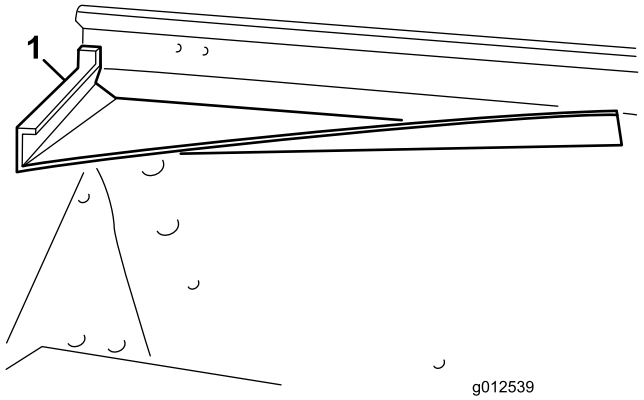
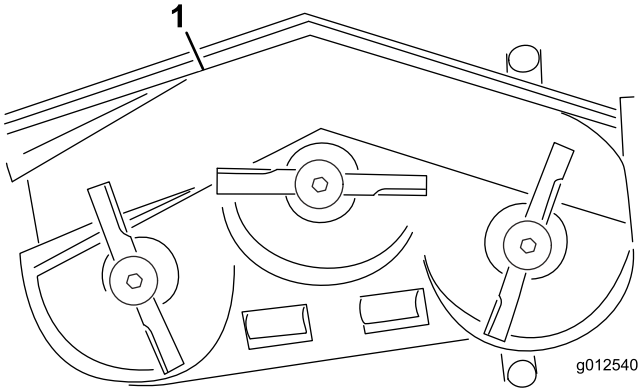
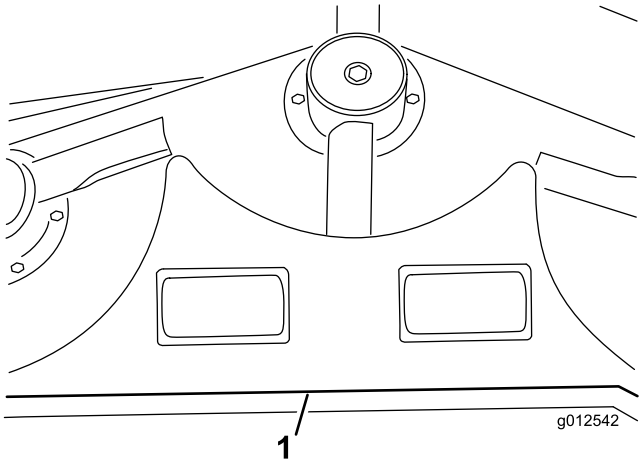
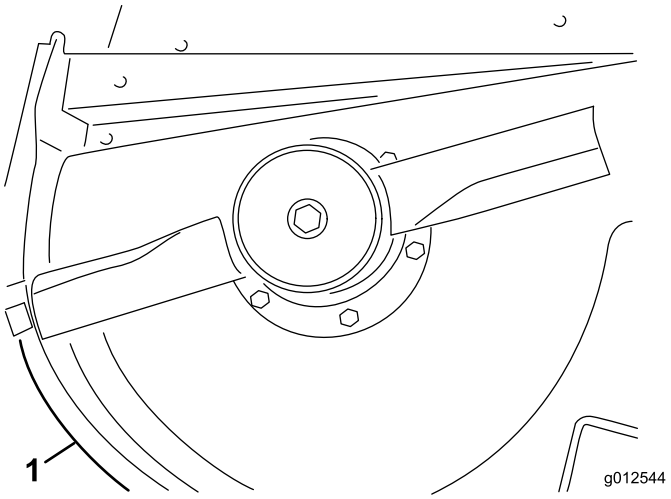

**Figur 11**
**Figur 12**
**Figur 14**
**Figur 16**
1. Sæt den forreste deflektor i skjoldet, og ret enden af deflektoren ind efter kanten af udblæsningsåbningen (Figur 11 og Figur 12).
8. Brug de eksisterende huller til at montere den bageste hylde på skjoldet med fire bolte (3/8-16 x 1 tomme) og låseskiver (3/8 tomme) (Figur 14).
9. Ret venstre hylde ind efter venstre ende af den bageste hylde og kanten af skjoldet (Figur 12 og Figur 14).
11. Ret højre hylde ind efter højre ende af den bageste hylde og kanten af skjoldet (Figur 12 og Figur 16). Brug venstre hylde som skabelon til at finde, markere og bore tre huller på 9/32 tomme i diameter i skjoldet.